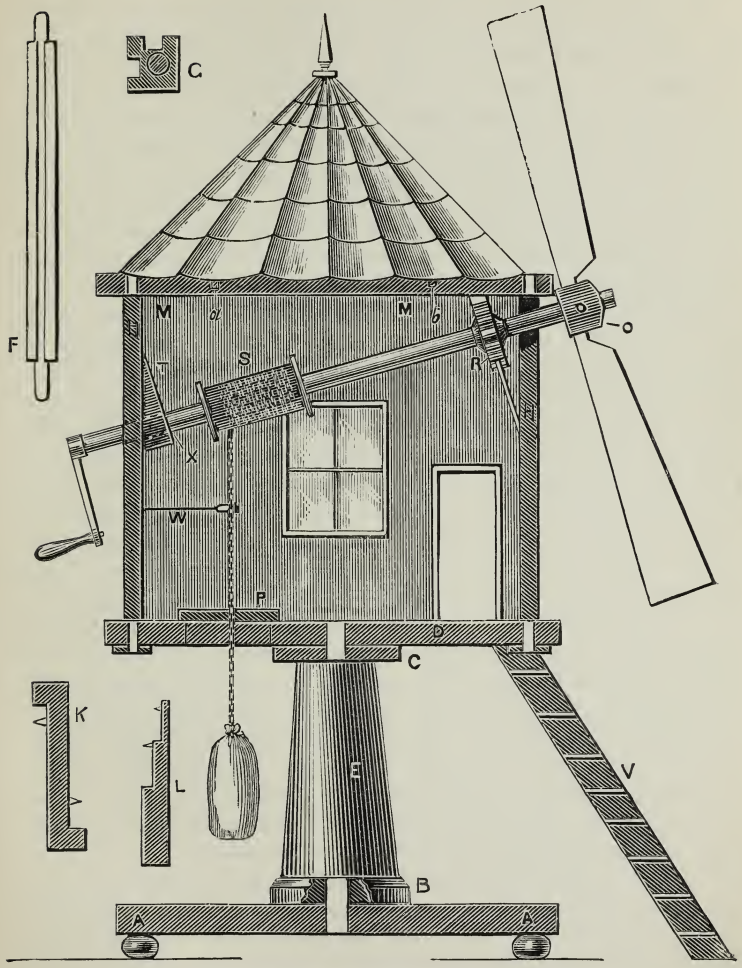

FIG. 33.—SIMPLE MILL WITH CLICK-CLACK ATTACHMENT.
First of all there was the stand, consisting of a square board about 2in. each way, with four knobs at the corners to make it stand more firmly. This will be better if made 3in. square of ½in. deal, as it has to support the whole structure, and it will be still better weighted underneath by attaching to it a bit of sheet lead. It will not then require to be steadied by the hand while working the sails. In the drawing opposite (Fig. 33), which is partly sectional to show the inside of the mill, this stand is marked A. In the centre of this board is glued a round turned boss (B) to add to its thickness, and thereby give greater steadiness to the pillar which comes next to it. This may be 1¼in. in diameter, and ¼in. or more in thickness. In the centre of it a hole must be made about the size of a cedar pencil, which must also penetrate through the square board. It will be best made by a shell bit or nose bit used in the brace—a gimlet may split the wood, and will not make so smooth and round a hole. We now arrive at (E) a turned pillar, 1½in. to 2in. long and about 1in. in diameter, which is to be turned with two tenons or pins, one to fit the hole just described, the other, a similar one, to enter in the bottom board and boss of the mill itself. This pillar should be made of beech or ash, not of deal; but, if the latter is used, it will be as well to bore holes and glue in these pins made of some harder wood. C is a boss similar to B glued to the centre of D, and serving a similar purpose. D may be 3in. square, *i.e.*, the same size as the lower board, and ⅝in. thick. Near the corners holes are to be bored, but not so large as the others, say, the size of a penholder. It is as well to put a boss also under each of these corner holes, as they prevent the wood from splitting if put with the grain across that of the board to which they are attached.
There is such a tool called, I think, a string or stringing gauge. It is used to plough out a straight and narrow groove for the insertion of strips of veneer, to form ornamental lines in pieces of furniture. Whenever a gauge is wanted for special jobs it is quite easy to make them without a sliding head. A bit of hard wood is cut like K (Fig. 33), and gauge points inserted at the required distance from the head. They are made thus for marking out sash work and many other such jobs which have to be repeated to the same dimensions. They are also made like L in steps. These cannot be purchased, but are made by the carpenter for special requirements to save the trouble of setting and readjusting the sliding gauges commonly seen, and which I have already described. It is easy to make one of these to plough out the grooves in the upright posts of the mill. The object of the groove is to receive the sliding panels of thin board, forming the four sides of the mill, each of which has a little window, and one the door, with hinges of fine wire or of thin leather glued on. These sides are of stuff barely ⅛in. thick, merely bits of board very truly squared up. They are slid into the grooves in the posts, and then four little beams like M, M, with holes through them near the ends, slip over the upper pegs of the posts and keep them from spreading, thus securing the structure.